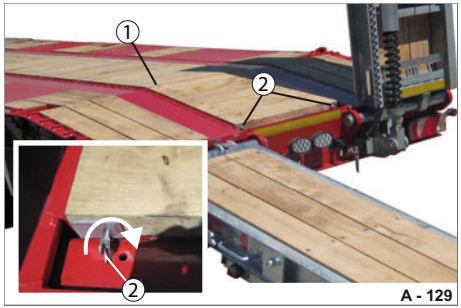

Abb. 122 Baggerstiel-Mulde gesichert
- ▶ Schrauben Sie die Flügel-Schrauben (Abb. 122/2) fest an.